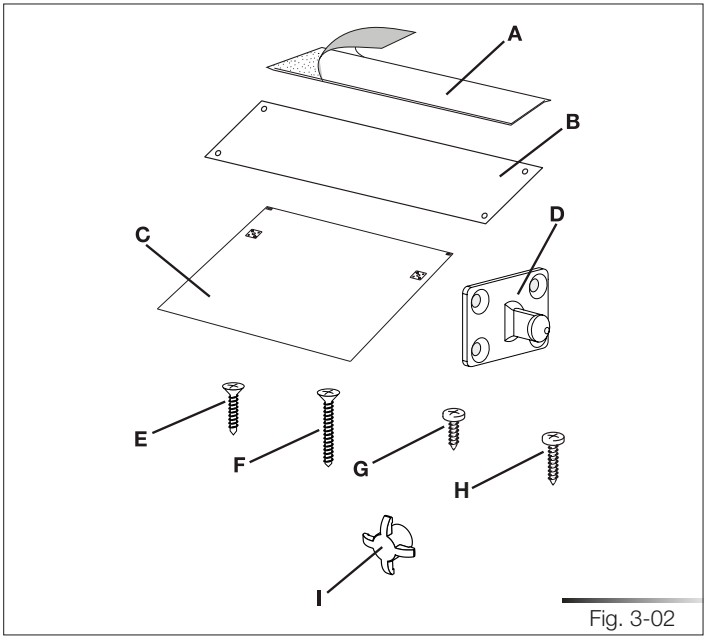

Fig. 3-02
- 1 protección vapor adhesiva (según los modelos) (ref. A fig. 3-02);
- 1 protección vapor de acero (según los modelos) (ref. B fig. 3-02)*;
- 1 plantilla de taladrado para el panel puerta (ref. C fig. 3-02);
- 2 enganches para el panel puerta (ref. D fig. 3-02);
- 8 tornillos de fijación enganches panel puerta (ref. E fig. 3-02);
- 2 tornillos de fijación puerta (ref. F fig. 3-02);
- 4 tornillos de fijación a las paredes adyacentes (ref. G fig. 3-02)
- 2 tornillos de fijación superior (ref. H fig. 3-02)
- 2 tapones cubretornillo (ref. I fig.3-02);